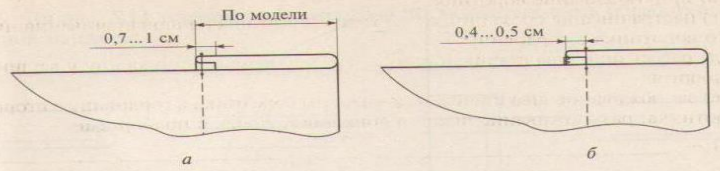

Рис. 5.10. Обработка низа рукава без манжеты
2. По рис. 5.10 определите вид шва, применяемый для обработки низа рукава, и ткань, для которой рекомендуется этот шов: